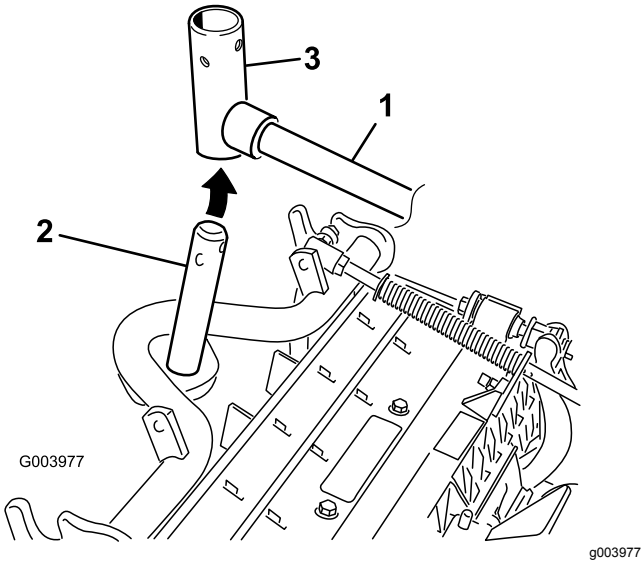

Figur 8
7. Hvad angår de forreste klippeenheder, skubbes en klippeenhed ind under løftearmen, mens bærerammeakslen sættes op i løftearmens drejegaffel (Figur 8).
B. Sæt løftearmsgaflen på bærerammens aksel (Figur 8).